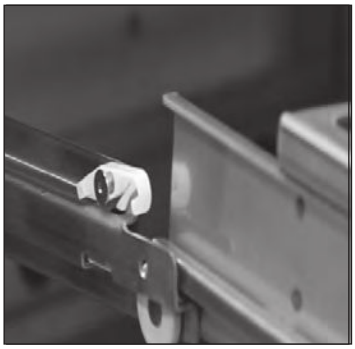

***Fig. 7.*** Align the drawer with the drawer slide.
3. Press the plastic drawer retainer down and towards the back of the cabinet. See fig. 7.